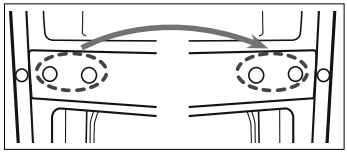

Abb. 8
- Entfernen Sie die Blindstopfen mit einem Schlitzschraubendreher und setzen Sie sie auf die gegenüberliegende Seite (siehe **Abb. 8**).